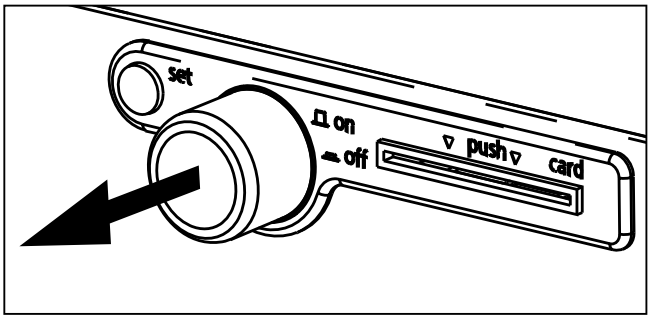

Fig. 19
- ► Switching on: press the main switch so that it comes out of the appliance (Fig. 19).
1. Switch on appliance by pressing the main switch (main switch comes out of appliance, see Fig. 19).
2. Switch on appliance by pressing the push-turn control on the operating panel so that it comes out of the appliance (Fig. 19).